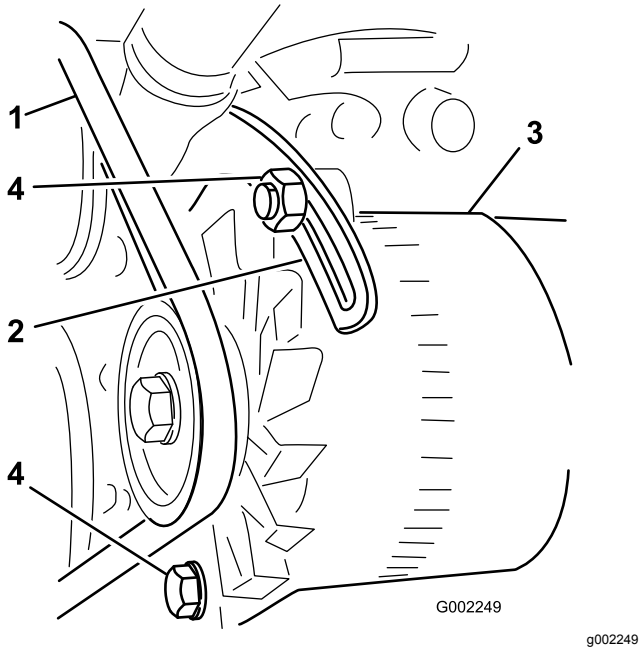

Figur 88
3. Løsne skruene som fester avstiveren til motoren og skruen som fester vekselstrømsgeneratoren til avstiveren (Figur 88).